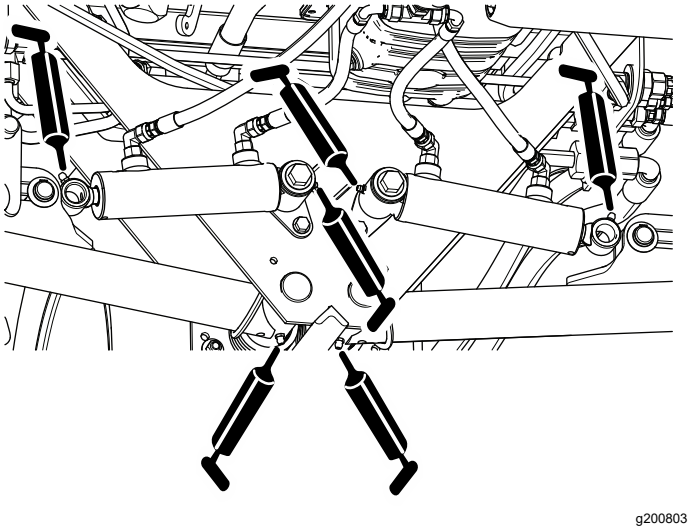

**Figur 47**
- Bageste løftearms drejetapper og løftecylindere (3 på hver side). Se Figur 47.